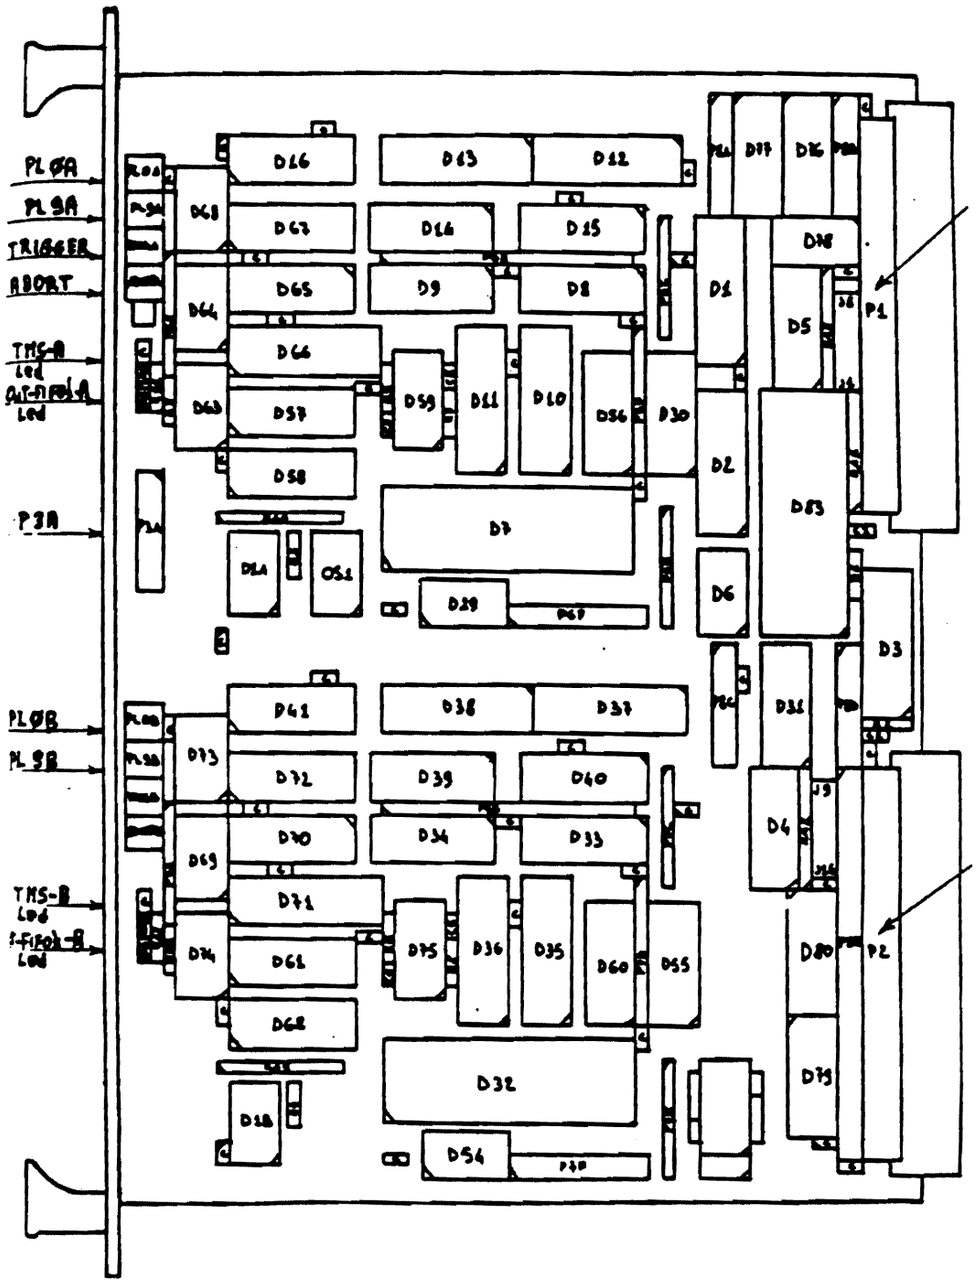

Figure 6: FDDP front panel and back plane connectors layout
- Lemo connector (see Fig 6)
- Lemo (see Fig. 6)
6.3 PL9A & PL9B "Output Ready (OR) of Out – FIFO's" signals
- 16 pin connectors (see Fig. 6)
This appendix identifies the VME – BUS backplane P1 (see Fig. 6) connector pin assignments. The following table lists the pin assignments by pin number order. (The connector consists of three rows of pins labeled rows 'a', 'b', and 'c'. See Tab. 8).
The 32-lines of the central row "b" of this connector are the extension of the VME-BUS for 32 bit DATA and Address. The 32-lines of side rows "a" and "c" are reserved for external analog ground, supply voltage and C.W.FIFO/C.C.W.FIFO's comunication signals (see Tab. 9 and Fig. 6).